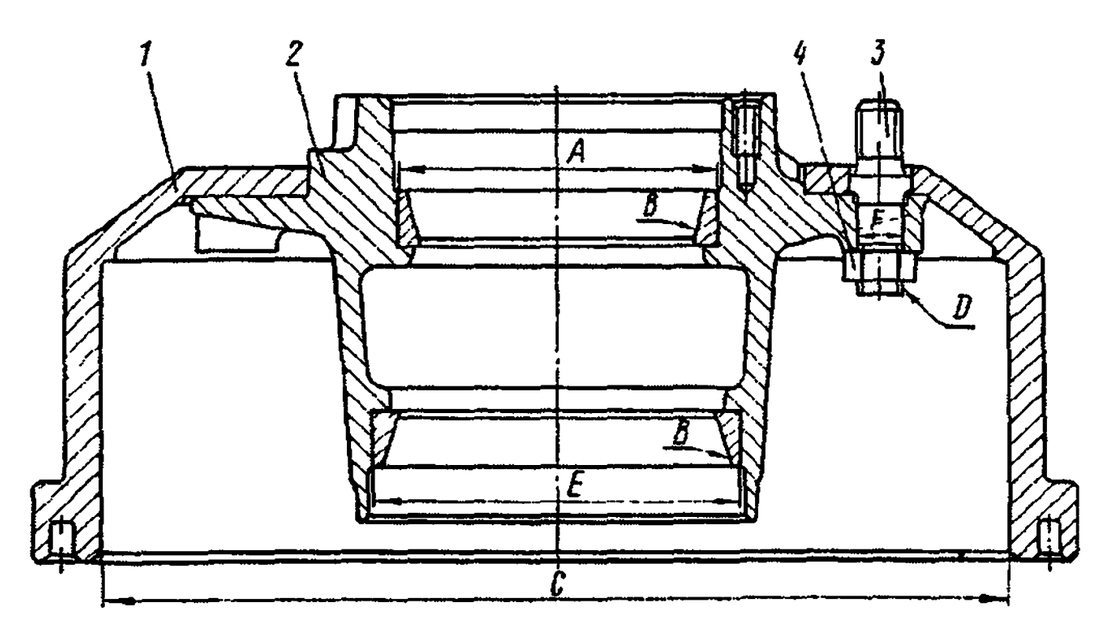

Рис. 241. Ступица колеса в сборе:
Ступица колеса с тормозным барабаном в сборе (рис. 241). Не допускается радиальное биение поверхности *C* при установке ступицы *2* колеса с тормозным барабаном *1* в сборе по наружным кольцам *B* подшипников более 0,2 мм, не устранимое расточкой барабана под ремонтный размер $\varnothing\ 406^{+0,38}$ мм.
8. Установите на ступицу *4* тормозной барабан *7*, заверните гайки *5* и вдавите края гайки в двух точках *D* (см. рис. 241) в шпильку колеса	Торцовый ключ 30 мм, молоток, кернер, медная выколотка